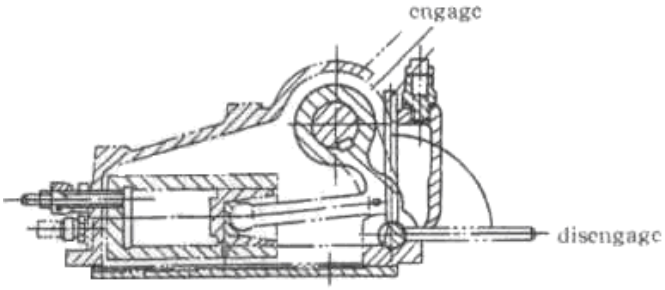

Рис. 2-9 Рычаг блокировки прицепа
2.2.13 Блокировочный рычаг прицепа (рис. 2-9)